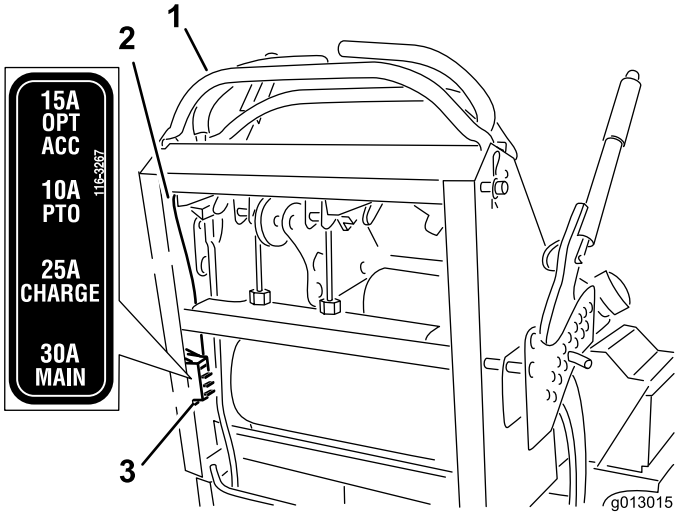

Figur 55
2. Dra ut säkringen för att ta bort och ersätta den (Figur 55).